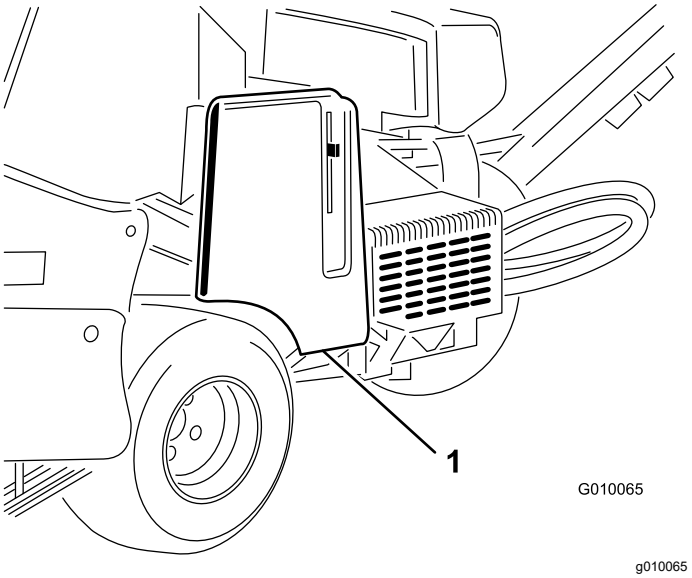

Rysunek 57
2. Odblokuj i zdejmij pokrywę paska (Rysunek 57).